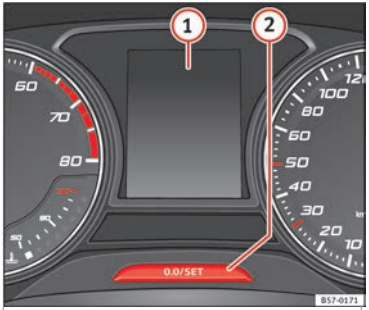

Fig. 39 Instrument panel
The service interval indication appears on the instrument panel display ››› **Fig. 39** (1).
Press and hold the button [0.0/SET] for more than 5 seconds to consult the service message ››› **Fig. 39** (2).
- Switch off the ignition, press and hold the button [0.0/SET] ››› **Fig. 39** (2).